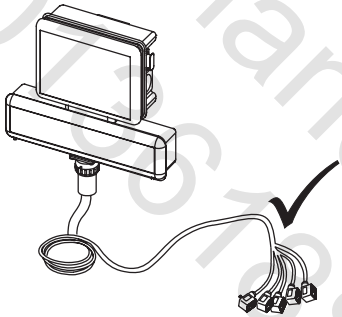

Fig. 2
- branches in the cable runs must ALWAYS be oriented downwards (Fig. 2).